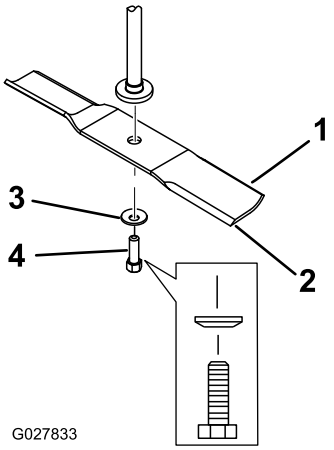

Figura 56
2. Retire a cavilha da lâmina, a anilha curva, e a lâmina do eixo (Figura 56).
1. Instale lâmina no eixo (Figura 56).
2. Instale a anilha curva (lado oval virado para a lâmina) e o parafuso da lâmina (Figura 56).